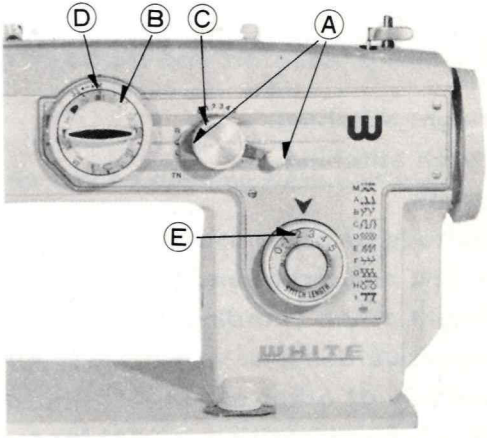

Fig. 24
(1) Needle posititon control "A" Fig. 24 at C (center).
(2) Decorative stitch dial "B" for straight stitching. "M".
(3) Zigzag width control "C" at "O".
(4) Stretch stitch control "D" at "M".
(5) Stitch length control "E" to suit material being sewn.
"D" Set zigzag width at 5, stitch length at 2. Sew a few zigzag stitches. Drop feed (F, Fig. 24) for 3 or 4 stitches then raise it again. By operating the drop feed knob rhythmically it is not necessary to count stitches.
1. Set decorative stitch control (B, Fig. 24) at "M" position.
3. With the zigzag width control (C, Fig. 24) set at the Number 5 and stitch length control (E, Fig. 24) as near 0 as possible without stopping the feeding action, a satin stitch is produced (Fig. 27)
4. With the machine set for a short stitch length, different designs can be made by turning the zigzag width control back and forth between 0 and 5 or any other combinations of widths. Try setting the zigzag width control at (C, Fig. 24) the first line and the various other lines.
Various widths and lengths can be made automatically by turning the dial (C, Fig. 24)
3. Set zigzag stitch width control (C, Fig. 24) to suit material being sewn or width of buttonhole desired (number 5 for the widest buttonhole).
4. Set stitch length control (E, Fig. 24) as close to 0 as possible without stopping the feeding action.